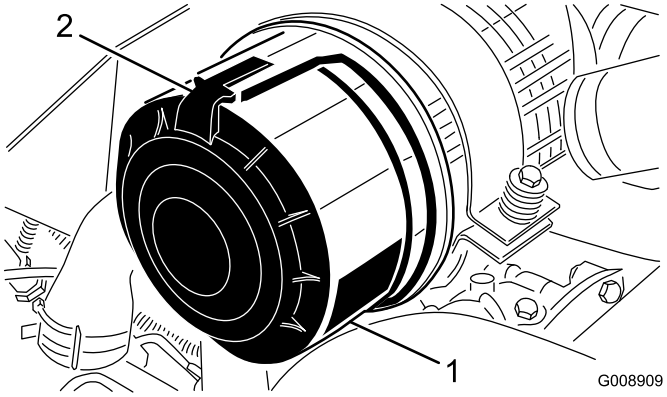

Figur 43
1. Åbn låsene, der fastgør luftfilterdækslet til luftfilterhuset (Figur 43).